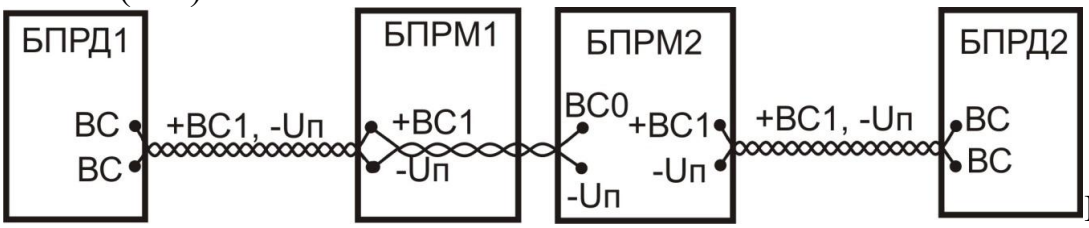

Рис.6.8
6.3.2.1 На тыльной стенке кожуха БПРД имеется окно встроенного светодиода 3 для визуального контроля работы, для чего к фирменному значку 2 на тыльной стенке БПРД необходимо приложить и удерживать во время контроля магнит 1 (см. рис.6.8). В случае нормальной работы БПРД, светодиод методично мигает с периодом около 1 сек. На тыльной поверхности БПРМ под защитной крышкой расположены три синих индикатора «0» (нулевой разряд сигнала), «1» (первый разряд), «2» (второй разряд) и двухцветный (синий/красный) «3» (3с/3к) {третий разряд/(Тревога)}, регулятор чувствительности извещателя «Рег». Крышка, обеспечивающая защиту органов управления и индикации от внешних воздействий, закрепляется на тыльной поверхности БПРМ двумя невыпадающими винтами. Вблизи индикатора «3» находится отверстие **инфракрасного датчика** положения крышки (открыта – закрыта). Извещатель формирует сигнал ТРЕВОГА размыканием выходного реле при открывании защитной крышки.
6.3.4.5 Для значительного снижения влияния внешних радиопомех любого происхождения необходимо включить проводную синхронизацию БПРМ и БПРД, для чего провода +ВС1 и –Uпит (-Uп) БПРМ соединить витой парой с проводами ВС собственного БПРД без соблюдения полярности. При проводной синхронизации и при возможной засветке смежными или соседними радиоволновыми извещателями ПРИЗМА (о чем свидетельствует частые «ложные» тревоги), необходимо включить взаимную синхронизацию данных извещателей. При этом активный выход +ВС1 (БПРМ1или при его трансляции через БПРД1) ведущего извещателя подключается к входу (+ВС0) ведомого извещателя (БПРМ2), в зависимости от расположения БПРМ2 (вблизи смежного БПРД1 или БПРМ1, см. рис. 6.8 и 6.9), т. е. на любом конце активного провода (+ВС1) синхронизации. Подключение должно также проводиться витой парой с проводом –Uпит (-Uп).